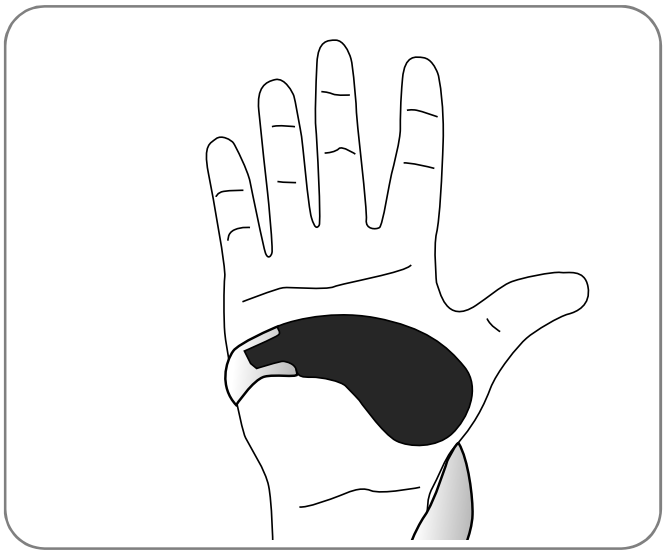

図 8-9：母指球ユニットの配置
1. テーブルの上に装具を置き、手を装具の先端らせん部に差し入れます。母指球ユニットの布製電極#3 が親指の付け根にあるようにしてください（図 8-9 を参照）。